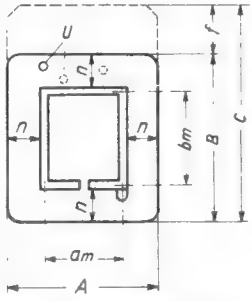

*Bild 4. Seitenflansch mit eingezeichneter Hülse*
*Bild 4. Innenaufbau der Kapazitätsmeßbrücke. Links der Halbkreisplatten-Drehkondensator mit Keramik-Isolation, in der Mitte unten der keramische Meßbereich-Umschalter mit den einzelnen Kondensatoren für die verschiedenen Bereiche. Die Wärmestrahlung des Heizkreiswiderstandes wird durch eine Abschirmwand aufgehalten*
Dann werden diese Linien mit dem Messer leicht angeritzt und der Streifen L zu einer Hülse geformt. Sie wird an den Außenseiten mit Glaspapier etwas aufgerauht, damit beim Aufleimen der Seitenflansche eine feste Verbindung entsteht. Die Seitenflansche, **Bild 4** und **5**, werden auf etwas stärkerem Preßspan aufgezeichnet. Zuerst schneidet man jedoch das innere Rechteck $a_2 \times b_2$ mit einem scharfen Messer heraus, bevor die Außenseiten (A × B) zugeschnitten werden. Die Ecken rundet man etwas ab. Für die Herausführung der Wicklungsanfänge und Enden, sowie für Anzapfungen, werden die betreffenden Stellen mit kleinen Löchern u versehen. Dazu kann ein geeigneter Durchschlag, gegebenenfalls ein entsprechend zugerichteter Stahlnagel von 2 bis 3 mm Durchmesser, Verwendung finden.